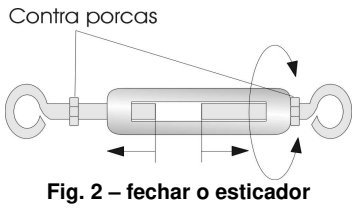

Fig. 2 – fechar o esticador
4.1.2 Fechar totalmente o esticador (fig. 2), girando o corpo central e mantendo fixas as alças. Este fechamento permitirá o ajuste fino de tensão no cabo.